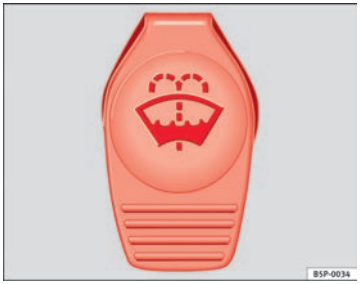

Fig. 63 In the engine compartment: windscreen washer bottle top.
- The washer bottle is marked with the symbol on the lid ⇒ fig. 63.